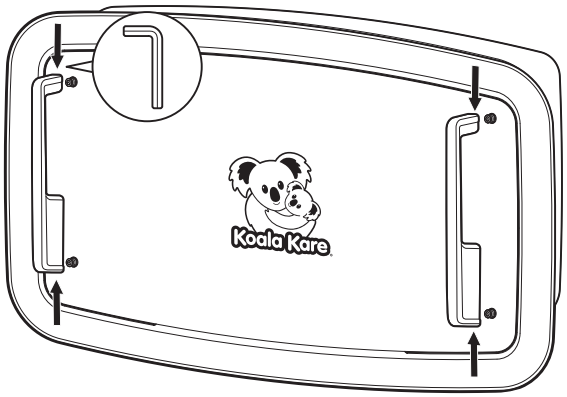

Fig. 4
- Utilisez la clé Allen fournie pour serrer les vis de réglage dans les poignées, en les fixant aux goujons de montage de la poignée. **Fig. 4**